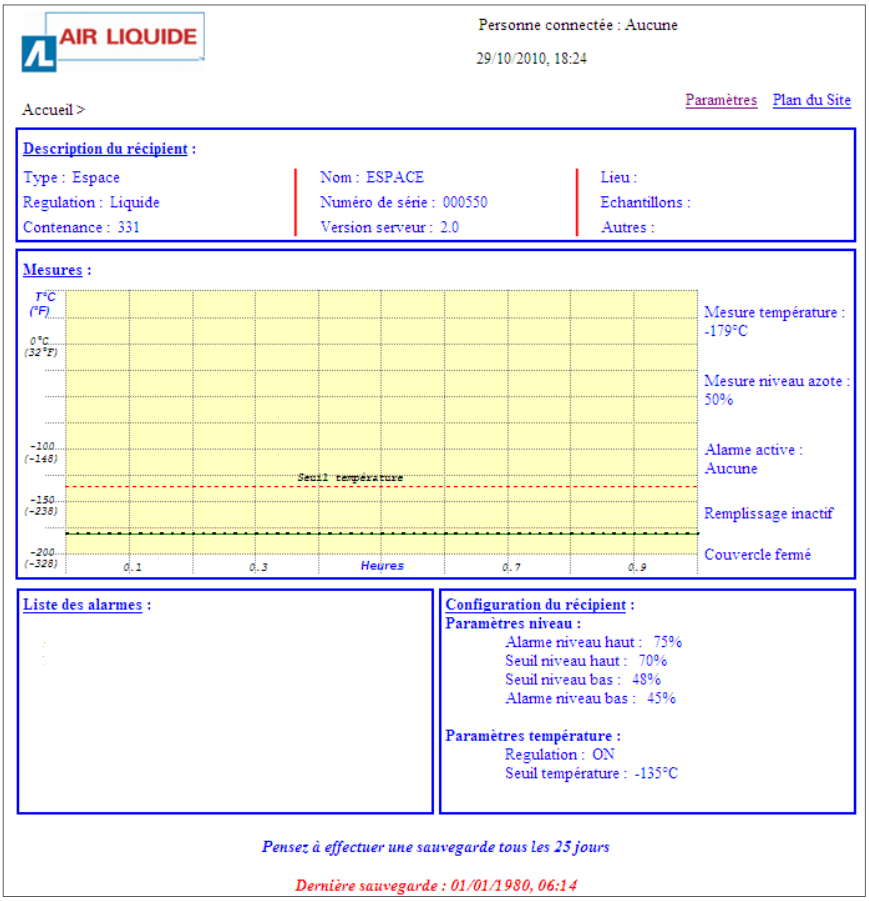

Figura 14-7: finestra Home page del server web integrato.
2. Il browser Internet visualizza la *Home page* del server web integrato (vedi Figura 14-7), cliccare su *Parametri*.